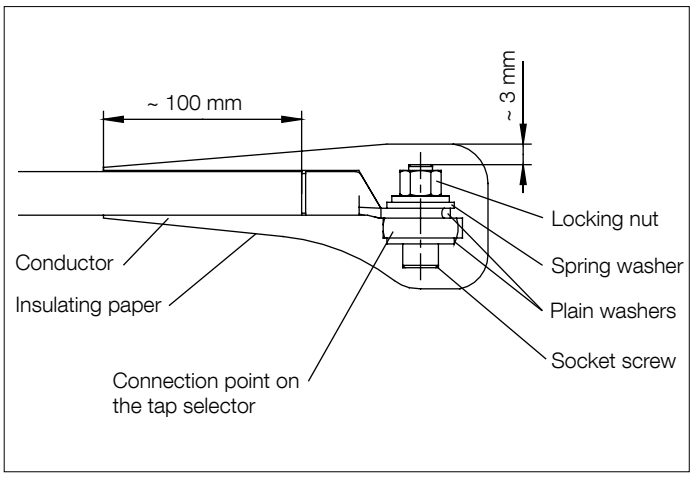

Fig. 7.
10. If the impulse withstand voltage to ground (BIL) exceeds 380 kV, insulate the connections on the tap selector by winding paper around them to a thickness of approximately 3 mm; see Fig. 7. The paper should be of the same quality as used for insulation of conductors within the active part of the transformer.